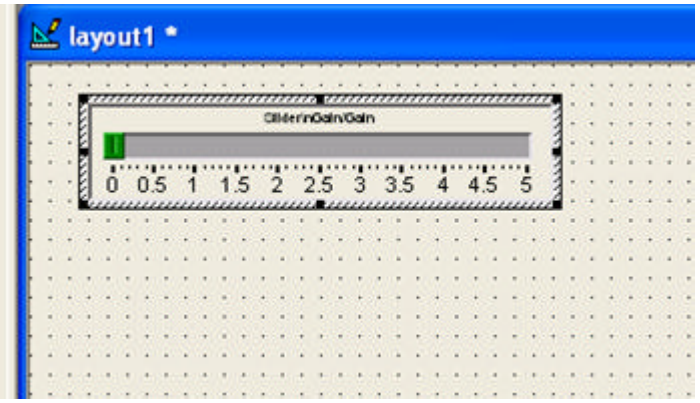

Figura 2.13: Control de "Slider" con variable manipulada y sus límites de control
- El nuevo control **Slider** mostrará la variable manipulada y desaparecerá el borde rojo como se muestra en la figura 2.13.